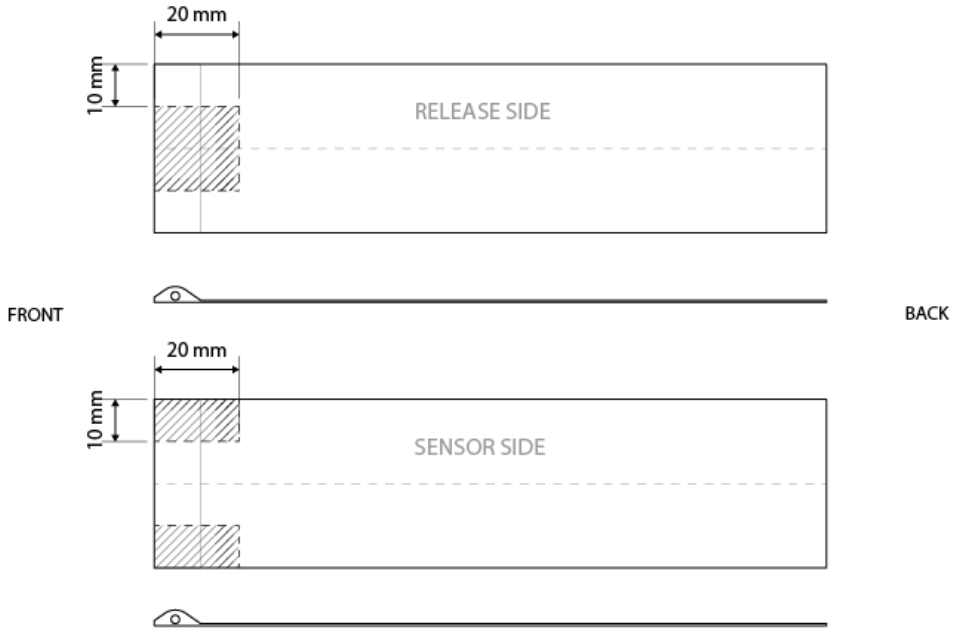

Figure 4
a) On Sensor Base, remove 20 x 10 mm rectangles on both sides of the cured hinge (see Figure 4 top)